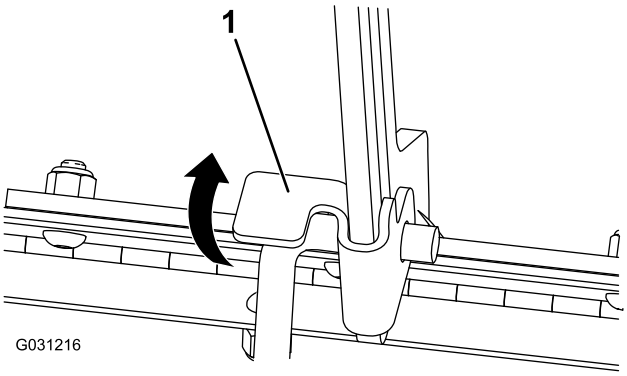

Rysunek 37
1. Unieś za uchwyt zabezpieczający podpórkę (Rysunek 37)